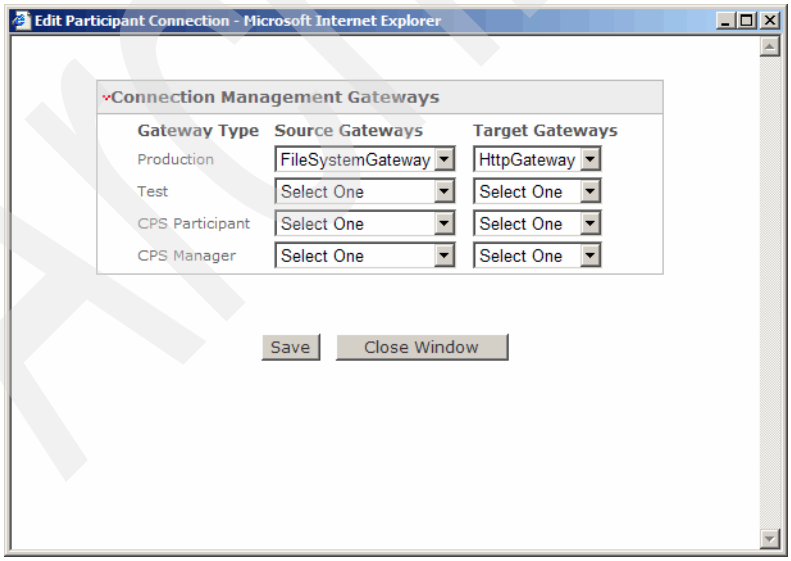

Figure 16-36 Selecting the gateway for participant connection
5. Select **HttpGateway** as the target gateway, as shown in Figure 16-36. Click on **Save**.